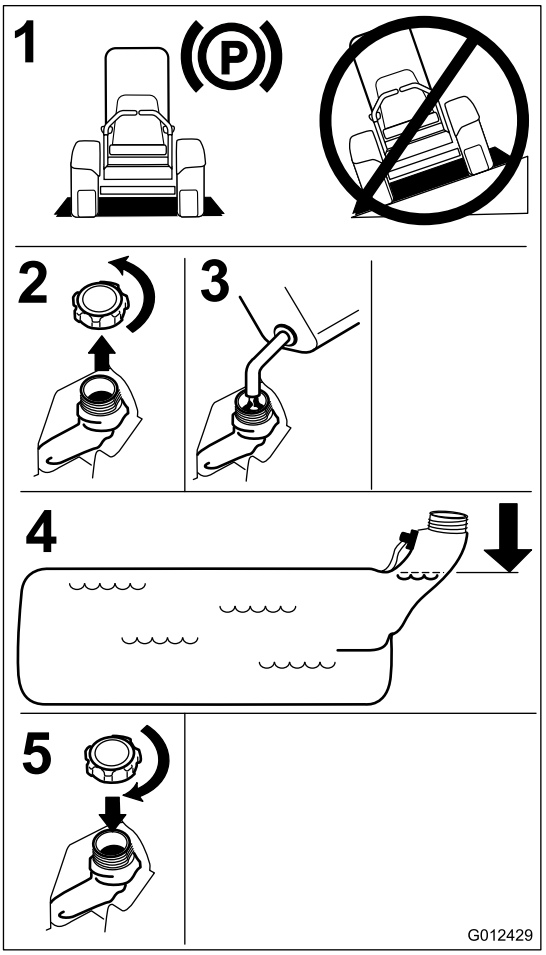

Figura 7
4. Llene el depósito de combustible hasta la parte inferior del cuello de llenado. Asegúrese de dejar un espacio vacío en el depósito para permitir la dilatación de la gasolina (Figura 7).